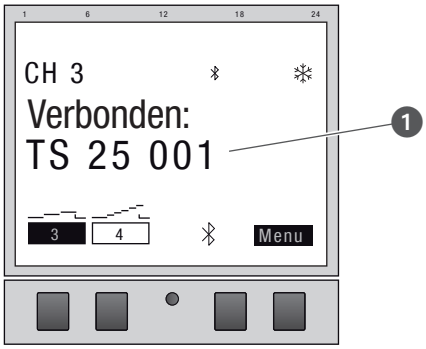

Afb. 24: Kanaaluitbreiding is met verdeelkast-schakelklok verbonden
9. De kanaaluitbreiding toont bij actieve verbinding de naam van het verbonden apparaat (Afb. 24/❶).